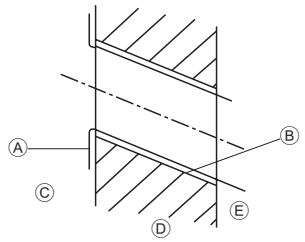

Fig. 3-4
3.2.2. Сверление отверстия для труб (Fig. 3-4)